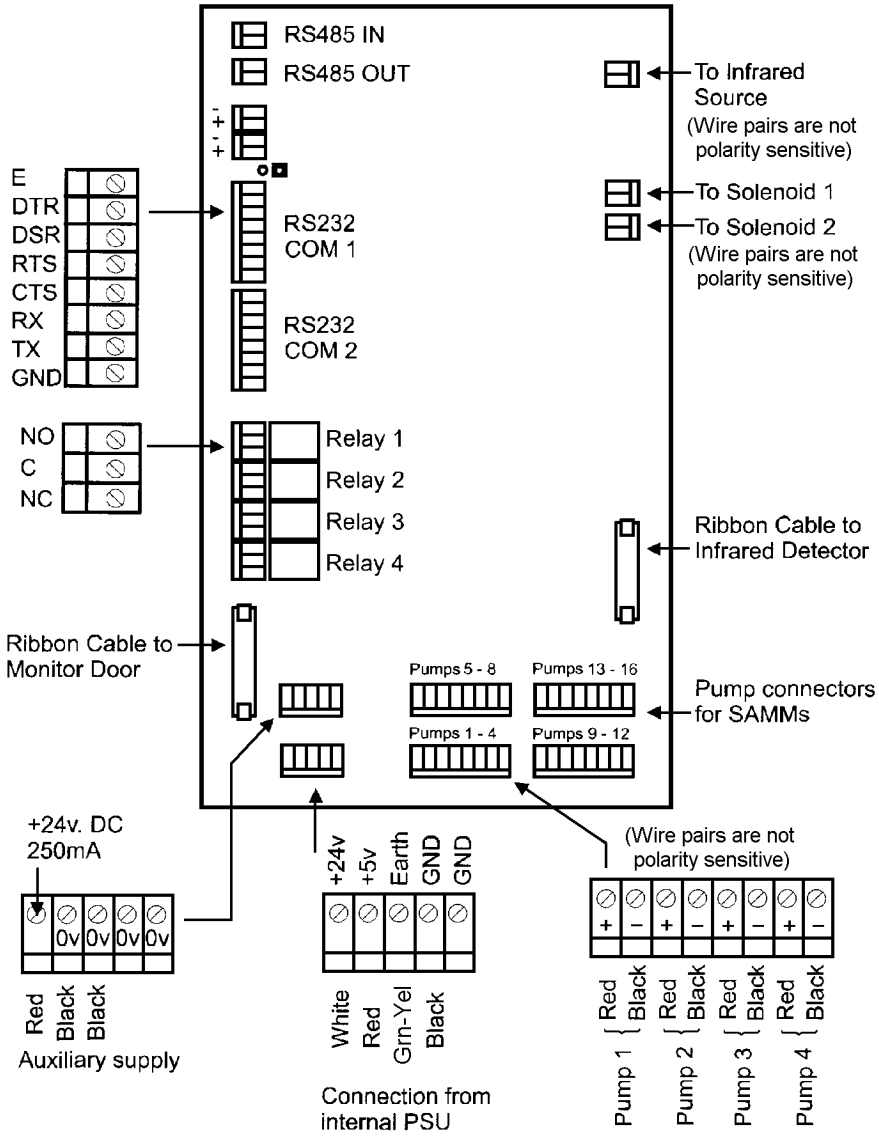

Figure 6-3. Network Module Wiring Removal
b. INLET LEAK or OUTLET LEAK. An inlet leak may affect one or more SAMMs, whereas an outlet leak will affect all SAMMS. If either of these messages is shown for all SAMMs, the problem is in either the styx module or the network module. Verify circuitry associated with the network module is functioning properly as follows: See figure 6-3 for voltage measurement locations. While the monitor is operating, initiate a manual sample and open the door. Using a voltmeter on the network module terminals, verify that Solenoid 1 is energized (24 V = energized, 0 V = deenergized) for approximately 5 seconds at the end of the sample cycle, and that Solenoid 2 is energized for approximately 5 seconds following the freeway purging operation. If these readings are correct, the styx module should be replaced (refer to paragraph 6-2.4). If these readings are not correct, the network module should be replaced (refer to paragraph 6-2.2). If INLET LEAK is displayed for an individual SAMM, the cause is either in the SAMM itself, or a blocked freeway pipe. A blocked freeway pipe can be verified by taking a manual sample with the associated freeway pipe disconnected from the monitor. If the manual sample is successful, the fault condition will clear. Locate and remove the blockage, or kink, from the freeway and reconnect. If the fault remains, the SAMM should be replaced (refer to paragraph 6-2.3).
c. SOURCE FAULT. This indicates that the infrared source of the styx module is not operating properly; this will be indicated for all SAMMs. Using a voltmeter on the network module terminals, verify that 5 Vdc is available on the infrared source terminals (see figure 6-3 for voltage measurement locations). If the voltage is not correct, replace the network module (refer to paragraph 6-2.2 for network module replacement). If the voltage is correct, replace the styx module (refer to paragraph 6-2.4).
c. Disconnect all cables and wires from the network module that interconnect to other components. See figure 6-3.